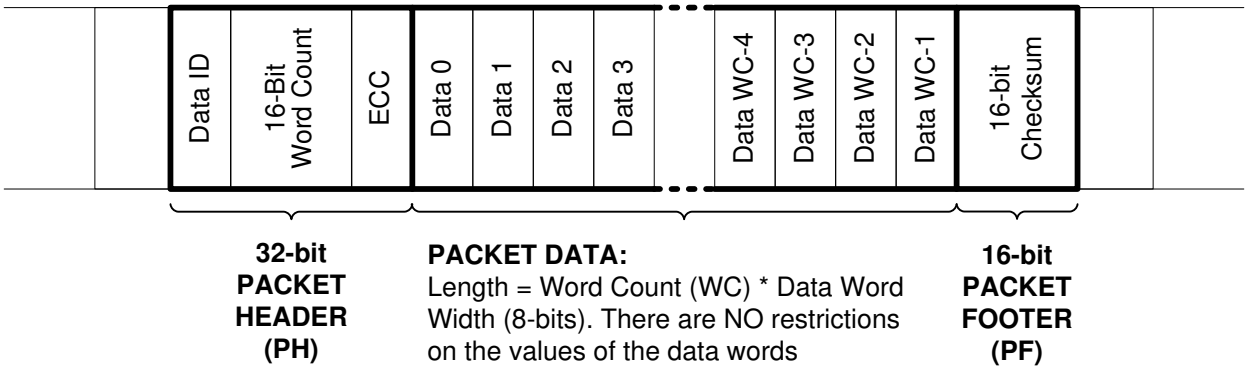

図 7-10. CSI-2 Long Packet Structure
A long packet consists of three elements: a 32-bit packet header (PH), an application-specific data payload with a variable number of 8-bit data words, and a 16-bit packet footer (PF). The packet header is further composed of three elements: an 8-bit data identifier, a 16-bit word count field, and an 8-bit ECC. The packet footer has one element, a 16-bit checksum. 図 7-10 shows the structure of a long packet.